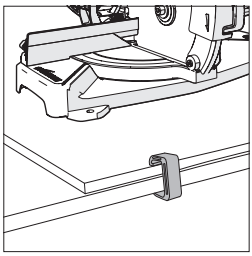

Fig. 2
- Folosiți cleme în G pentru a prinde placa de montaj pe suprafața de lucru **(Fig. 2)**.